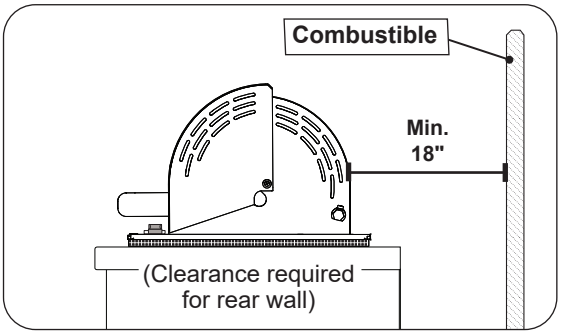

Fig. 18-3 Clearance **'C'** Diagram
- The unit must have a minimum clearance of 18" from the combustible rear wall (see Fig. 18-3).